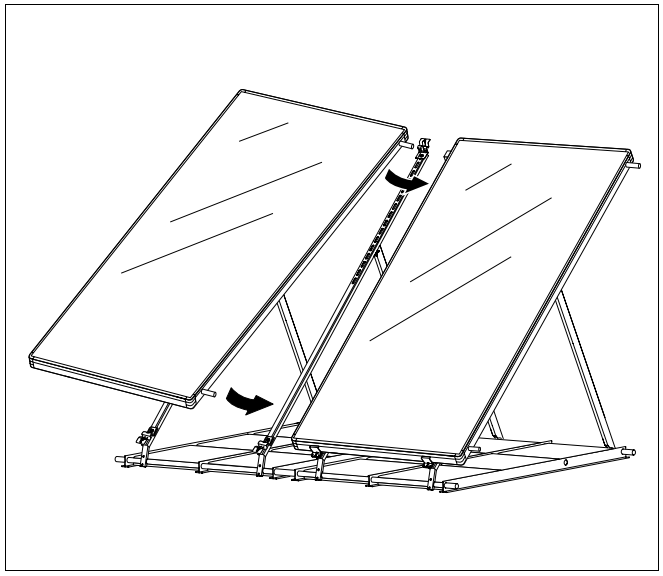

Afb. 50 Tweede collector plaatsen, veerklemringen aantrekken
- Schuif bij het plaatsen van de volgende collector de voorgemonteerde slangen op de aansluitingen van de reeds gemonteerde collector (afb. 50).